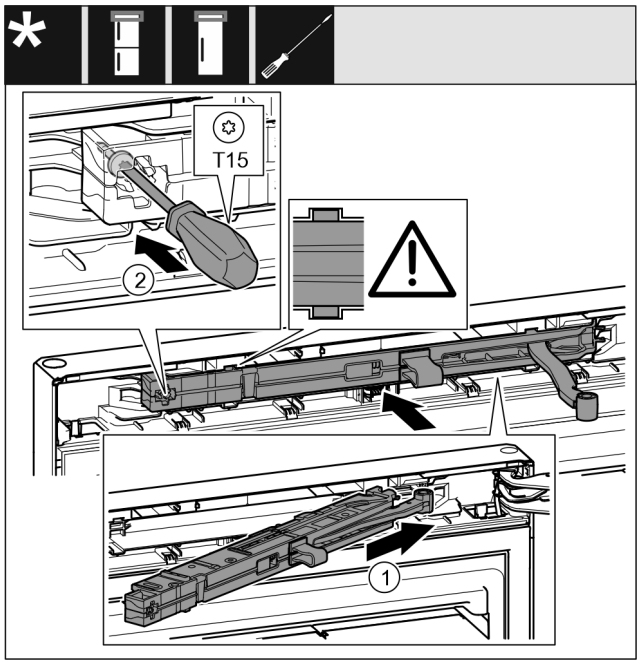

Fig. 24
▶ Schließdämpfereinheit *Fig. 24 (1)* auf der Lagerbockseite bis zum Anschlag schräg in die Aussparung einschieben.
▶ Schraube *Fig. 24 (2)* mit einem Schraubendreher festschrauben.